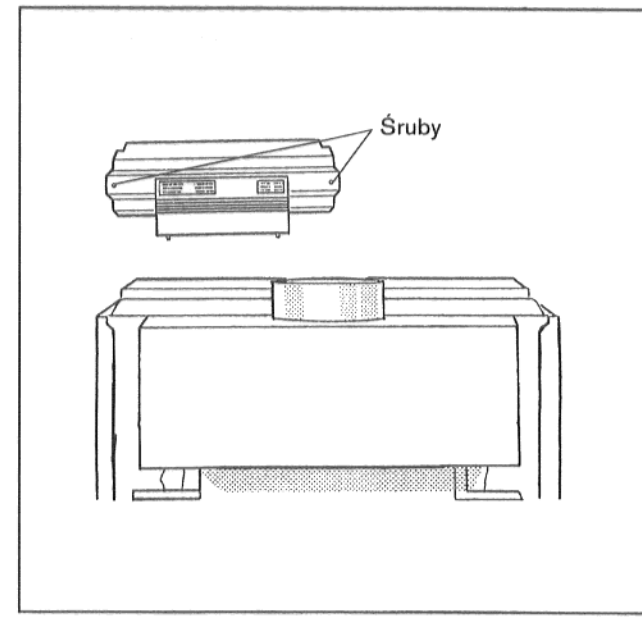

Rys. 34 - Widok z tyłüz kapturem przykrywającym zaciski
- Wykręcić obydwie śruby kaptura przykrywającego zaciski (Rys. 34).